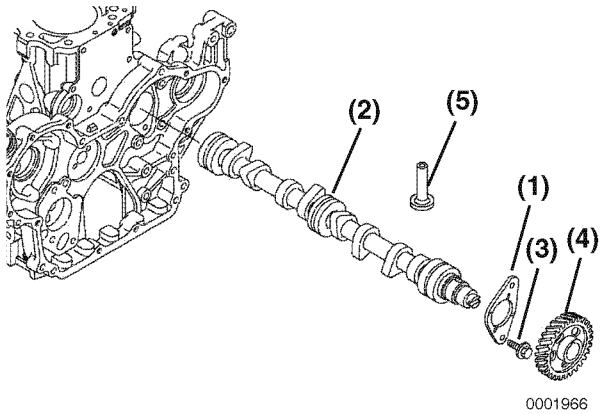

Figure 6-97
2. Remove the two bolts **(Figure 6-97, (3))** retaining the camshaft thrust plate **(Figure 6-97, (1))**.
3. Rotate the engine in the engine stand so that gravity causes the tappets **(Figure 6-97, (5))** to drop away from the camshaft lobes.
4. Slowly pull the camshaft **(Figure 6-97, (2))** assembly out of the engine being careful not to damage the front camshaft bushing.
6. Remove the camshaft drive gear **(Figure 6-97, (4))** only if the gear or camshaft require replacement. Use a knife-edge puller and a press to remove the gear. The gear is a shrink-fit and will need to be heated to 356° - 392°F (180° - 200°C) to remove.